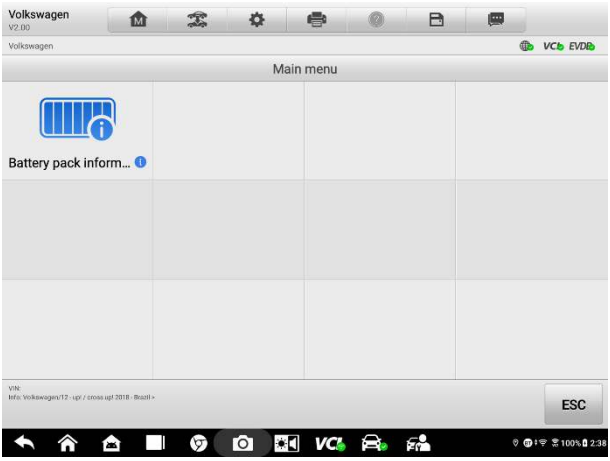

Figure 5-10 ***Main Menu on Vehicle Mode***
1. Tap **Battery Pack Information** on the Main Menu (Figure 5-10).